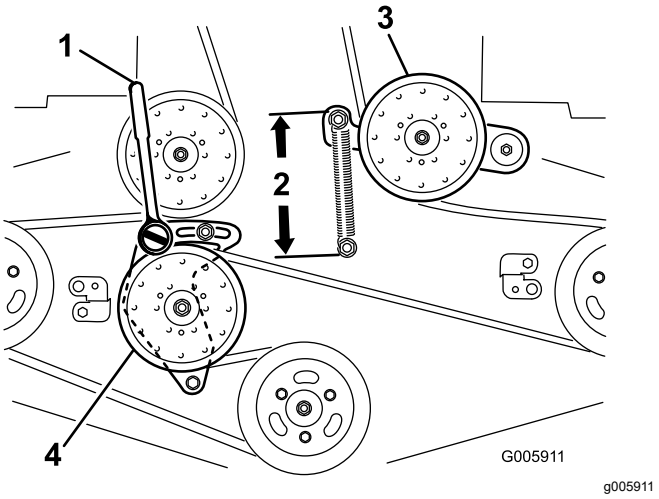

Figur 85
6. Lossa den fasta mellandrevsarmen och justera den för att minska remspänningen (Figur 85).
9. Sätt i en spärrhake med kort förlängning eller en stång i det fyrkantiga hålet på den fasta mellandrevsarmen (Figur 85).
11. Öka remspänningen genom att vrida spärrhaken eller stången moturs så att den fasta mellandrevsarmen flyttas tills det är ett avstånd på 16,5 cm mellan fjäderkrokarna (Figur 85).